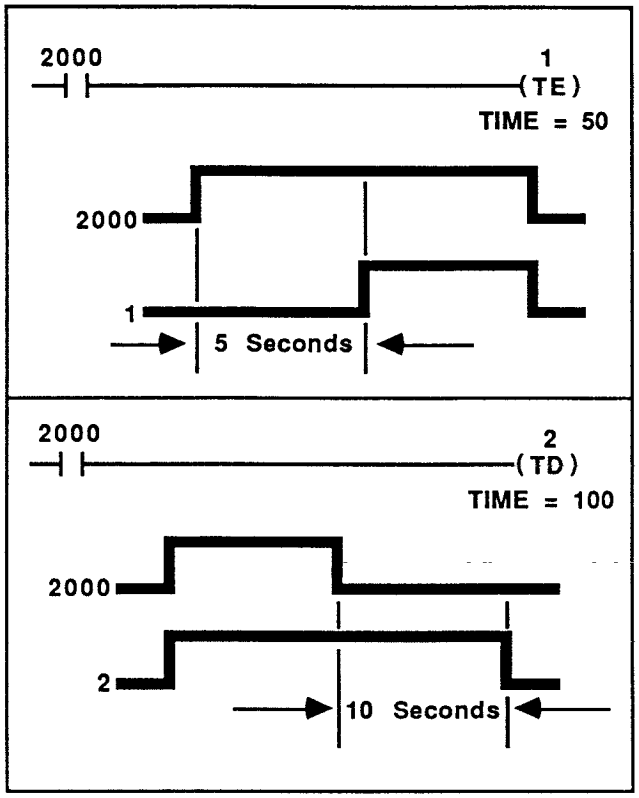

FIGURE 5-12 TE AND TD TIMERS
Two timers are supported by the PiC: Time Delay to Energize (TE), and Time Delay to De-energize (TD). FIGURE 5-12 illustrates how the timers operate through the use of a timing diagram.
The timers are programmed in 1/10 second increments (in the default mode). Therefore, a delay of five seconds exists between the energizing of timer 1 and the closing of the associated contacts. A delay of ten seconds exists between the de-energizing of timer 2 and the opening of the associated contacts (FIGURE 5-12).